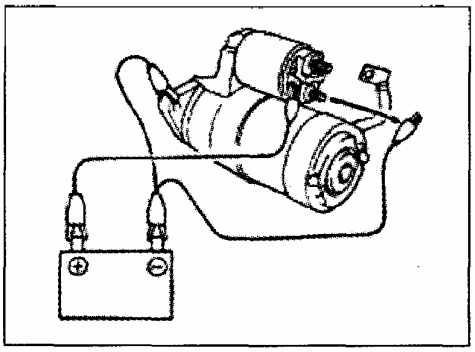

Рис. 226
**Перед проверкой, отсоедините провод от контакта "M" (Рис. 226)**